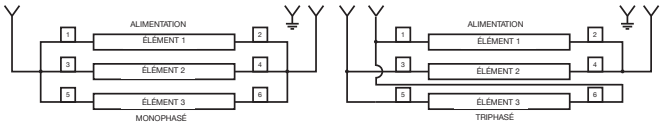

**Figure 6**
7. Procédez à la section Câblage (voir Figure 6).
Référez-vous à la Figure 6 et procédez comme suit.
1. Connectez le radiateur au câblage d'alimentation comme indiqué sur la Figure 6.